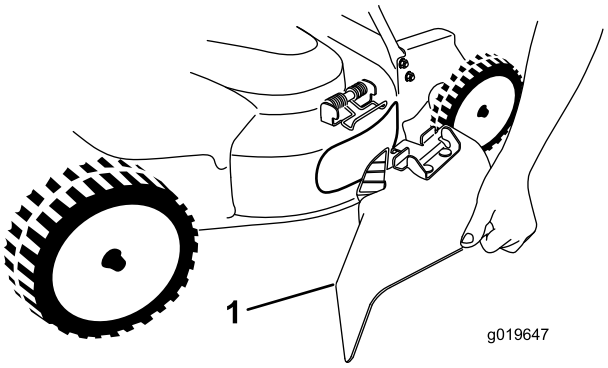

Figura 21
5. Installate il condotto di scarico laterale (Figura 21) sollevando la molla, posizionando il condotto sull'apertura e abbassando la molla sulle linguette sopra il condotto di scarico.